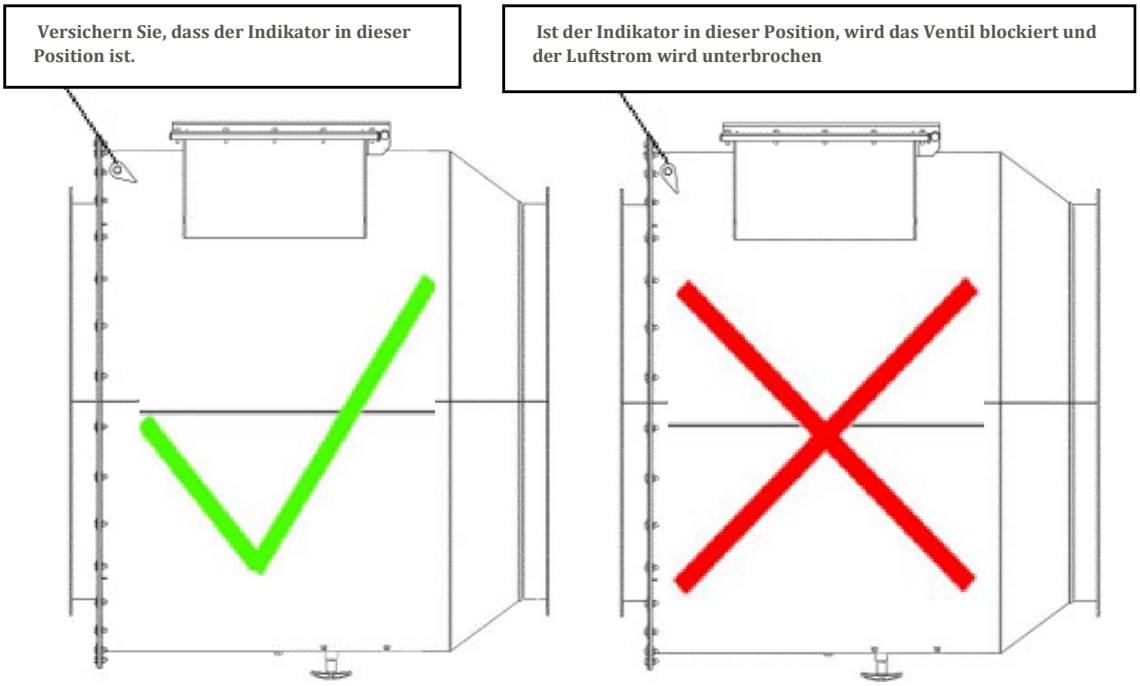

Abbildung 6 : Indikatorposition
Schritt 2: Versichern Sie, dass der Indikator sich in der richtigen Position befindet (Abbildung 6).